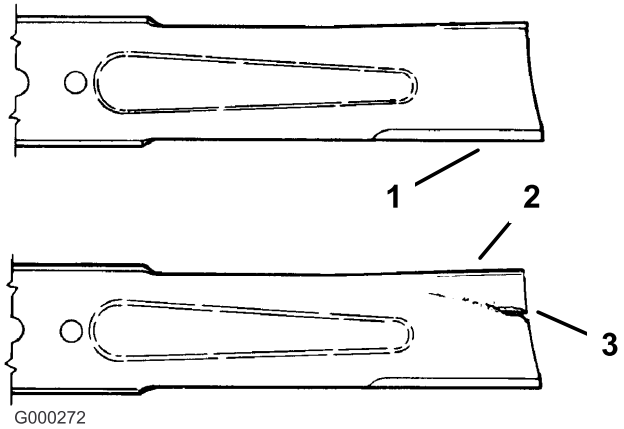

Figur 75
1. Efterse skærekanterne (Figur 75). Hvis kanterne ikke er skarpe, eller hvis de har hakker, skal knivene afmonteres og slibes. Se afsnittet Slibning af knivene.
2. Efterse knivene, især det buede område (Figur 75). Hvis kniven er beskadiget eller slidt, eller hvis der er antydning af en revne i dette område (Figur 75), skal du straks montere en ny kniv.